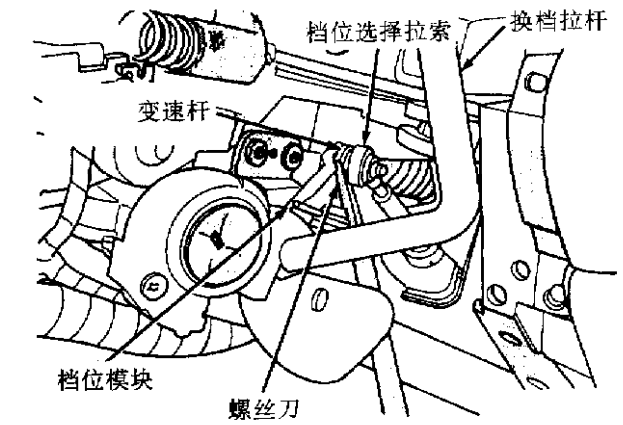

图9-32　拆卸变速杆
(21)从转向柱上的档位模块拆下变速杆(图9-32)，用螺丝刀小心取下变速杆拉索紧固垫片。